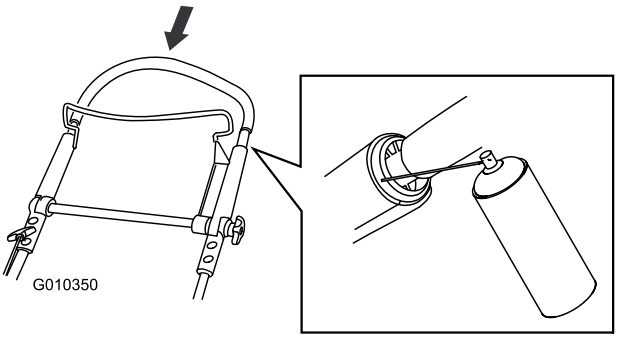

Figuur 44
2. Duw de bovenste handgreep helemaal naar beneden en spuit het binnenste plastic oppervlak van de buitenhendel in (Figuur 44).